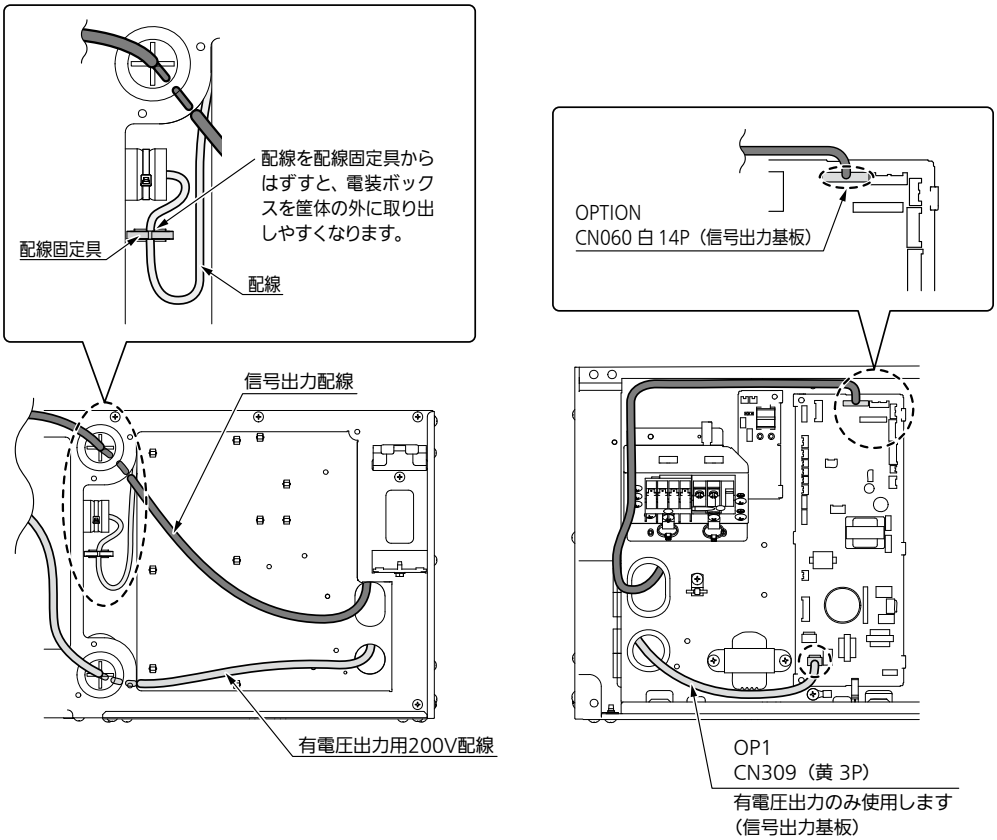

図20
- 電源カバーを取りはずし、図 20 のように配線を処理をしてください。